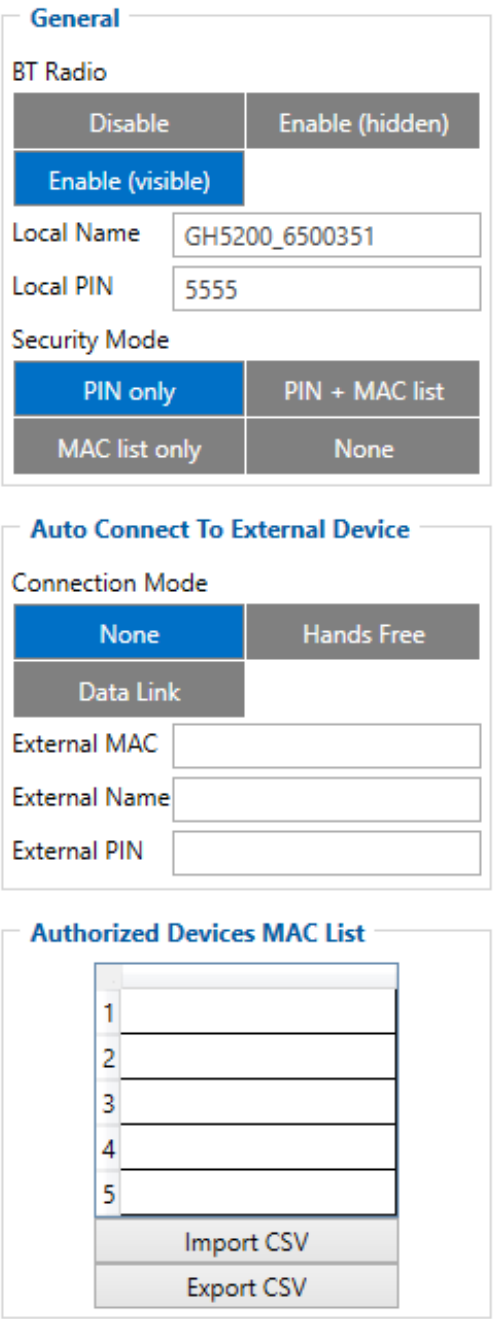

Figure 23 Bluetooth
- Launch GH5200 Configurator and connect to the device as shown in **Figure 23**.